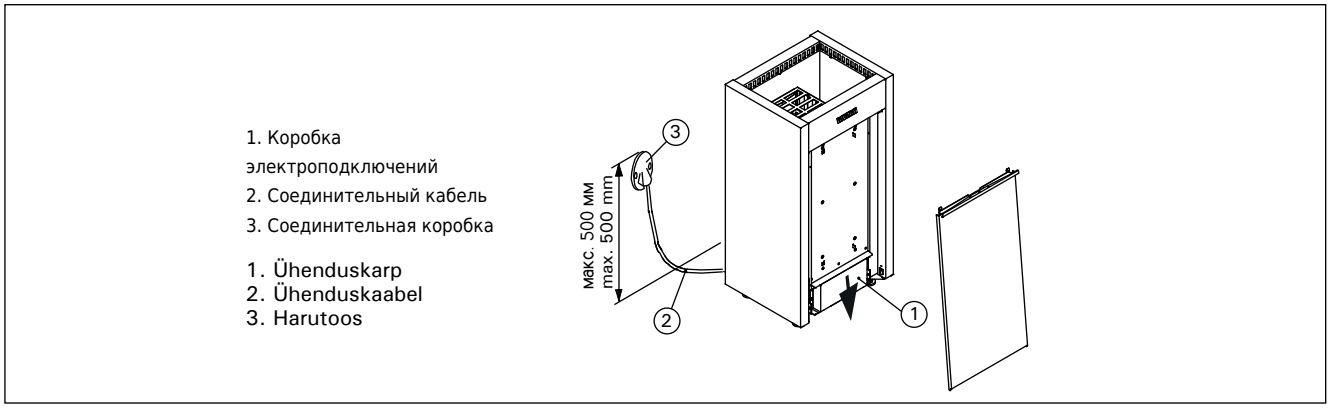

Рисунок 7. Установка каменки
- Каменка гибким проводом подсоединяется к соединительной коробке (рис. 7:3) на стене сауны.
- В качестве кабеля (рис. 7:2) следует использовать резиновый кабель типа H07RN-F или подобный. **ВНИМАНИЕ! Использование кабеля с ПВХ-изоляцией запрещено вследствие его разрушения под воздействием тепла.**
См. рис. 7.